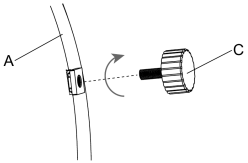

Figure 1
2. Avec l'aide d'une autre personne, placez soigneusement le foyer (A) sur le côté sur une surface plane non abrasive pour éviter les rayures, vérifiez les quatre coins au fond du foyer, puis alignez le patin de pied (C) avec le trou de vis et vissez dans le sens des aiguilles d'une montre (voir Figure 1).